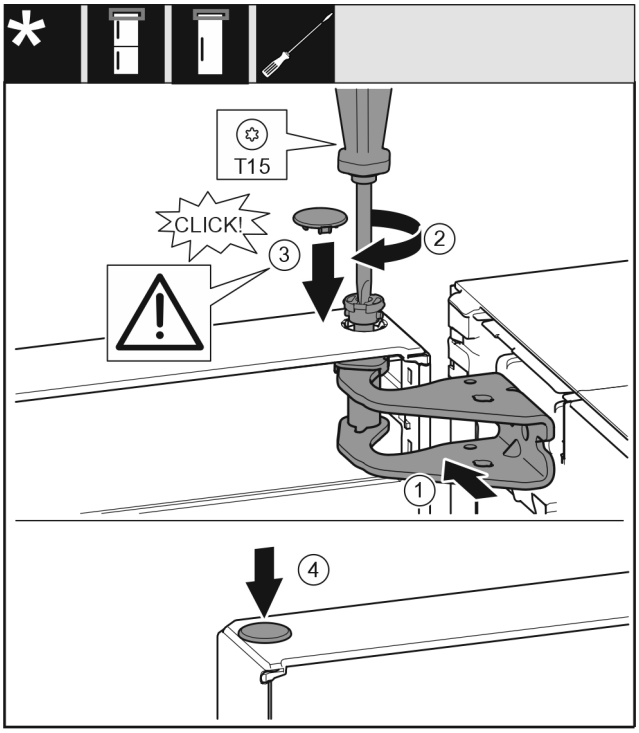

Fig. 58
- ▶ Aliniați ușa sus spre deschizătură în suportul de lagăr *Fig. 58 (1)*.
- ▶ Introduceți bolțul *Fig. 58 (2)* și înșurubați-l ferm cu șurubelnița.
- ▶ Montați capacul *Fig. 58 (3)*.
- ▶ Controlați să fie capacul *Fig. 58 (3)* așezat pe ușă.
- ▶ Montați capacul *Fig. 58 (4)*.